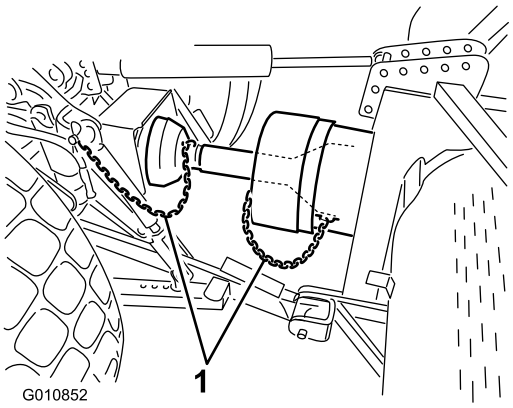

Figur 22
6. Koble verneplatenes sikkerhetskjettinger til kraftuttakets verneplate og traktorbraketten (Figur 22). Sørg for at kjettingene er løse når luftemaskinen er hevet og senket.